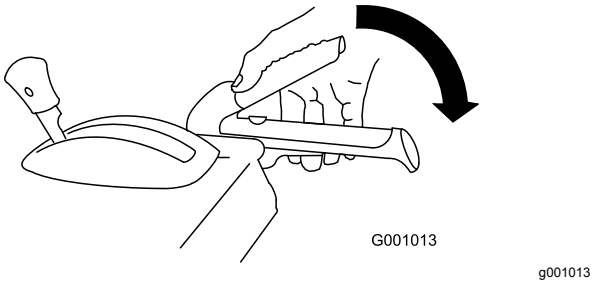

Figur 28
2. Aktiver spiralblads-viftehjulsdrivverket, og hold det på plass (Figur 28).